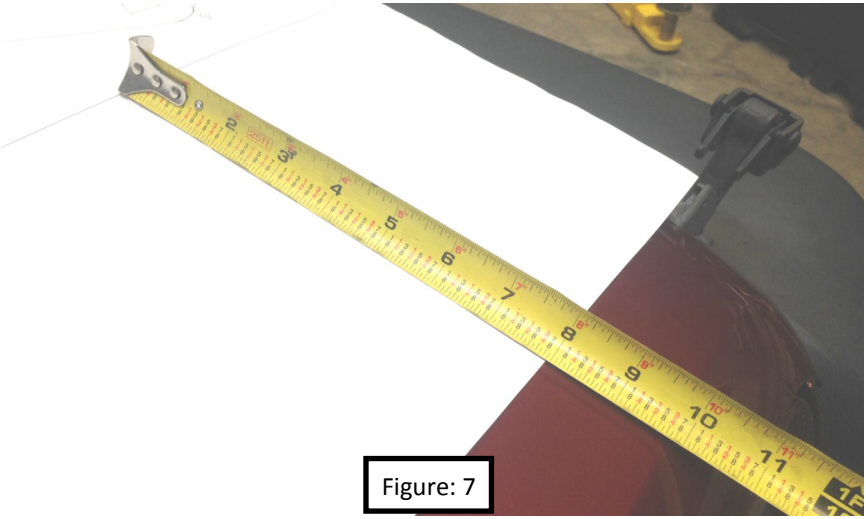

Figure: 7
7. Now that the template is placed on the hood. Measure from the from the front crease of the hood to the template border , on both sides of the hood, to ensure the template is square. This measurement should be 9.75” +/- 1/16”. The goal is to make sure the measurement is identical on the left and right sides. Figure: 7